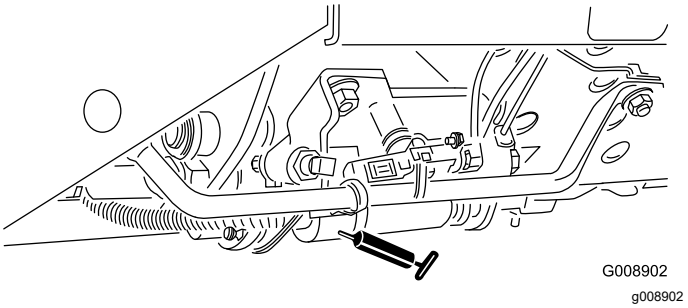

**Figur 50**
- Klippe-/transportpedal (Figur 50)